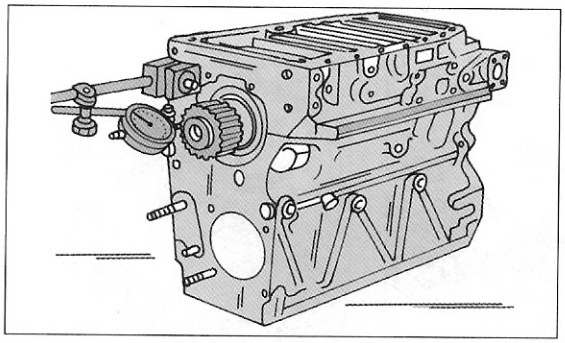

Bild 56
- Eine Messuhr mit einem geeigneten Halter an der Stirnseite des Motors anbringen und den Messstift auf den Bund der Kurbelwelle ansetzen, wie es aus Bild 56 ersichtlich ist. Falls man eine Messuhr mit Magnetstand hat, kann man den Stand auf die Welle setzen und den Messstift auf der geschliffenen Fläche des Blocks ansetzen.